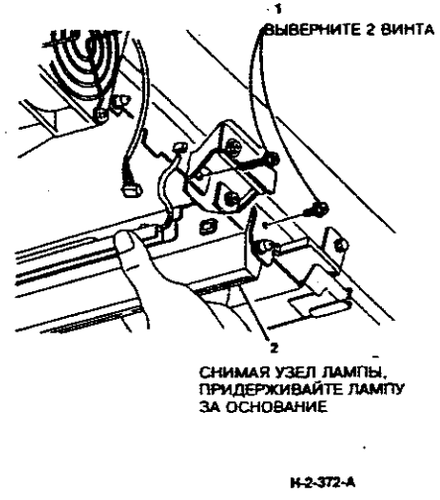

**Рисунок 2. Снятие узла ISIL**
3. (Рисунок 2) Выверните два винта, придерживая узел ISIL, чтобы он не упал. Обратите внимание на то, что эти винты имеют разную длину и невзаимозаменяемы.